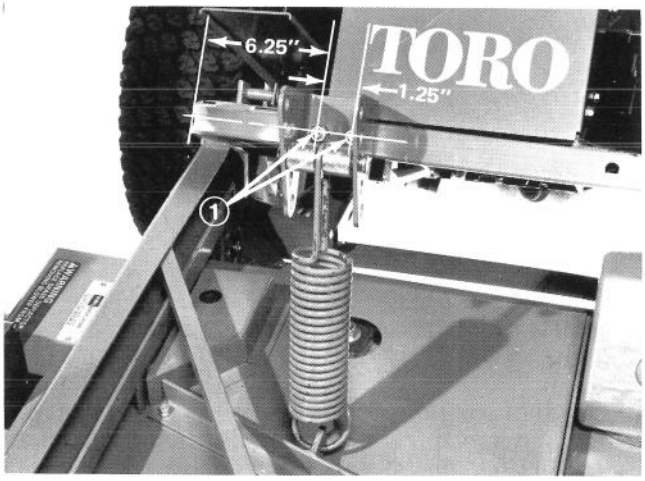

Figure 11
2A. For Groundsmaster 52, 217D & 220 — On most traction unit frames, mounting holes already exist at locations shown in Fig. 11. If not, using dimensions shown in Fig. 11, locate and drill (2) 13/32" dia. holes thru both walls of front frame tube.